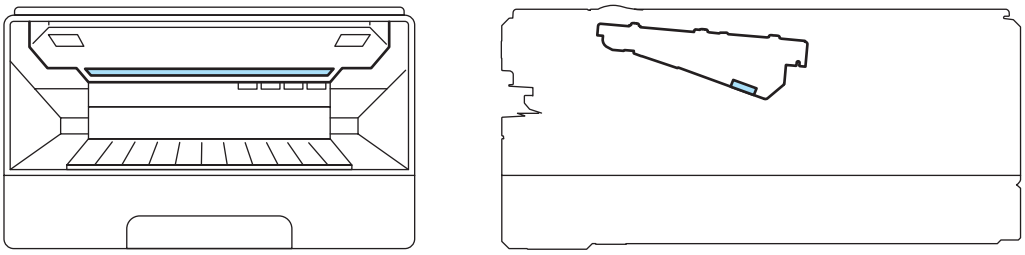

Fig. 1-7
- Clean the scanner windows of the laser unit with a soft lint-free cloth. (Refer to Fig. 1-7.)